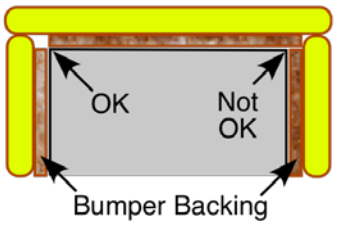

Figure 8 - 4
O. The BUMPER backing must not extend beyond the "edge" of the ROBOT. The backing of adjacent BUMPER segments must not attach to each other if the attachment would require that the joint extend into the corner (see Figure 8 – 4).